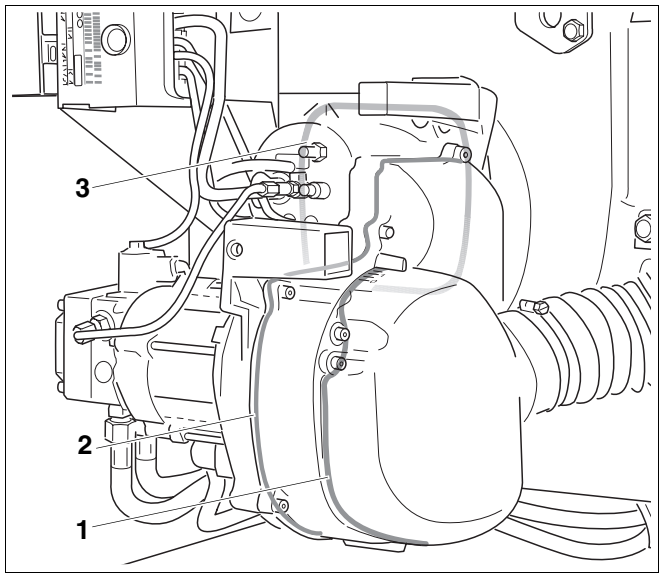

Fig. 33 Chiusura ermetica aggiuntiva del Logatop SE RLU
– Guarnizione piatta della flangia del bruciatore (fig. 33, **pos. 3**)
– Chiusura ermetica del silenziatore (fig. 33, **pos. 1**)
– La base dell'alloggiamento con cordone ermetizzante rotondo (fig. 33, **pos. 2**).